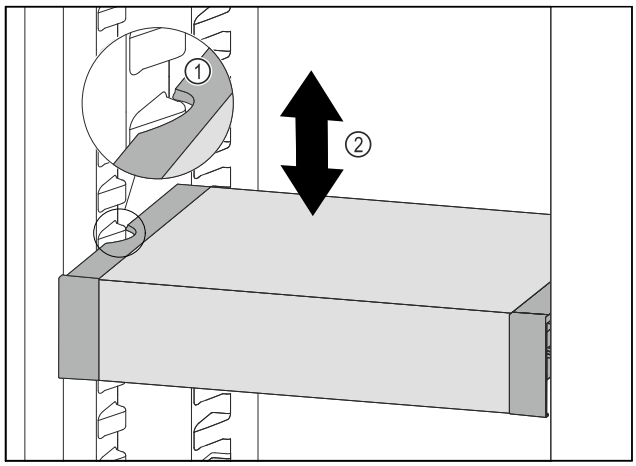

Fig. 147
▶ Pull VarioSafe forwards until the recesses in the side of the VarioSafe are at the level of the support rib in the refrigerator compartment. *Fig. 147 (1)*
▶ Move VarioSafe up or down in the refrigerator compartment until the desired height is reached. *Fig. 147 (2)*